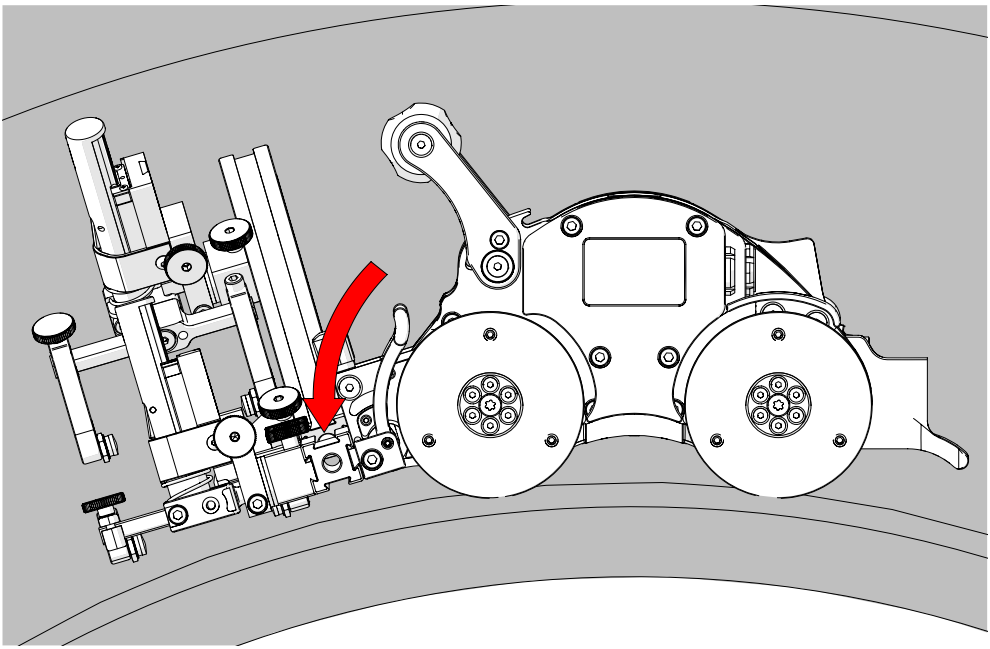

Fig. 182 - Align swivel mount with scan surface
3. Release the front swivel mount adjustment levers to align the swivel mount parallel to the scan surface *(Fig. 182)*.